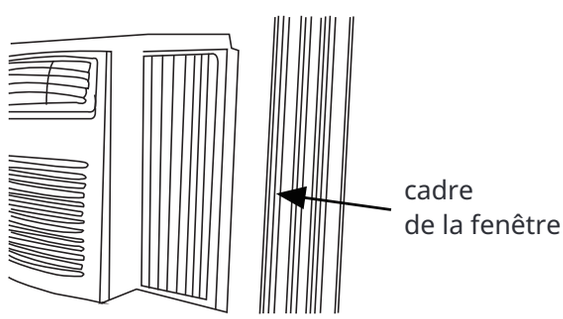

Fig.6
B. Déployez les panneaux latéraux contre le cadre de la fenêtre (Fig.6).